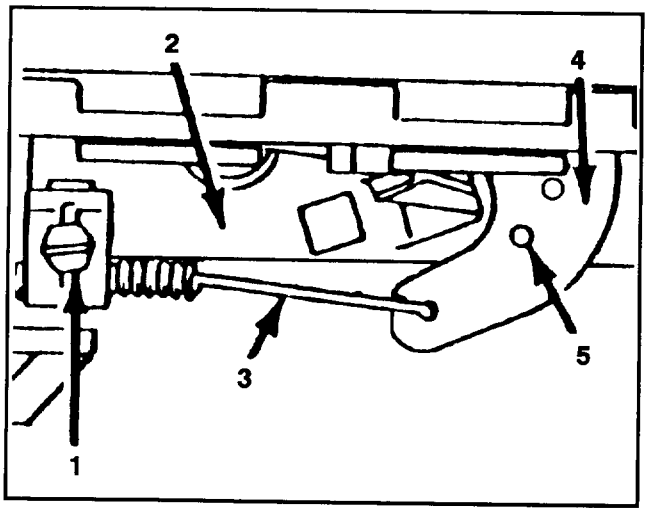

Abbildung 18
3. Die Schraube der Kabelklemme lösen, bis das Gaszugkabel durchrutscht (Abb. 18).
4. Das Gaszugkabel nach links oder rechts bewegen, bis die Löcher im Gashebel mit denen in der Halterung übereinstimmen (Abb. 18).